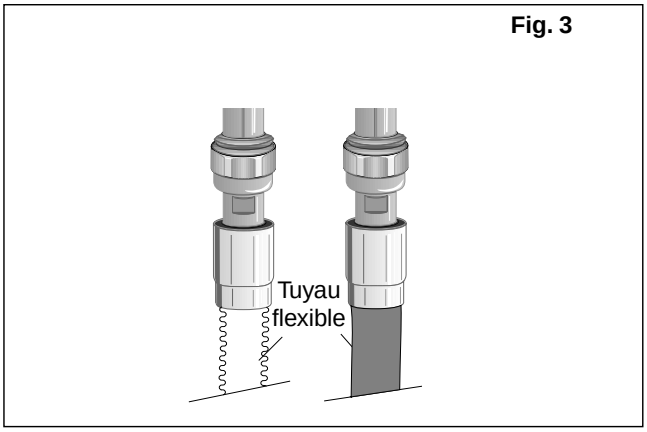

Fig. 3
- Un tuyau flexible (à embouts mécaniques) longueur maxi 1,50 m **(Fig. 3)**.